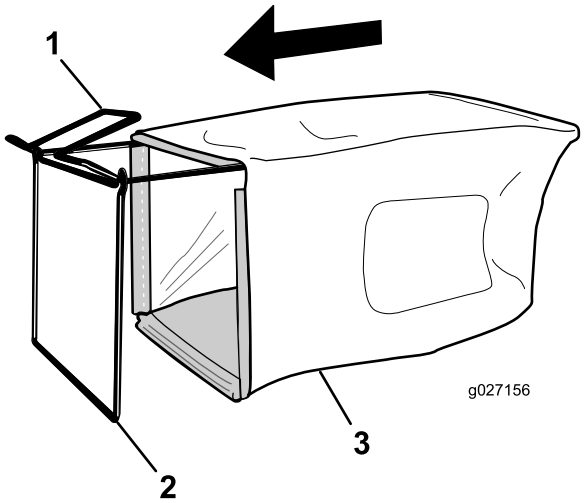

**Figur 11**
1. Sæt græsposen over stellet som vist i Figur 11.
**Bemærk:** Sæt ikke posen over håndtaget (Figur 11).